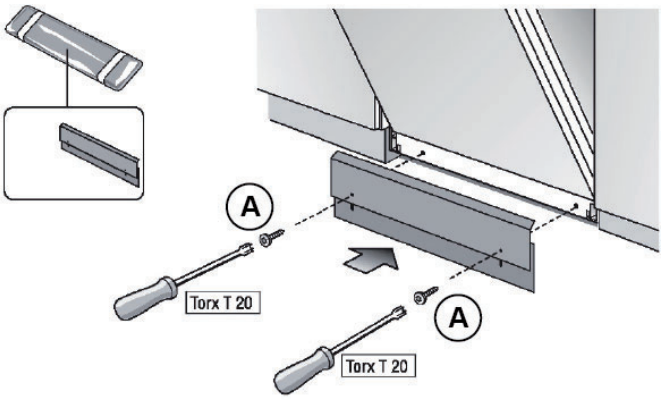

Figure 24
3. Insérer les deux vis noires (comprises) dans les trous prévus sur le panneau de plinthe et les visser. Utiliser les vis fournies afin d'éviter d'endommager le lave-vaisselle. Voir la **Figure 24**.